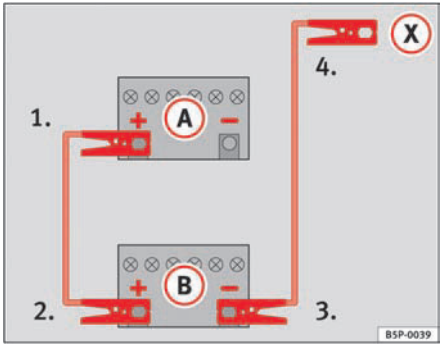

Fig. 173 How to connect the jump leads
In ⇒ fig. 173, the flat battery is **A** and the charged battery **B**.
1. Connect one end of the red jump lead to the positive ⇒ fig. 173 (+) terminal of the vehicle with the flat battery ⇒ ⚠
4. Connect the other end of the black jump lead (X) to a solid metal component which is bolted on to the engine block, or onto the engine block itself of the vehicle with the flat battery. Do not connect it to a point near the battery ⇒ ⚠